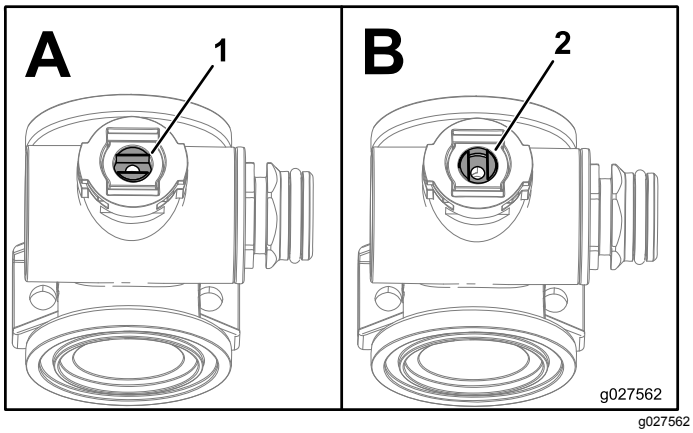

**Rysunek 71**
1. Ustaw trzpień zaworu w pozycji zamkniętej (B na Rysunek 71).
3. Przekręć trzpień zaworu w pozycję, w której kula jest otwarta (A na Rysunek 71).
7. Przekręć trzpień zaworu, aby zamknąć zawór (B na Rysunek 71)